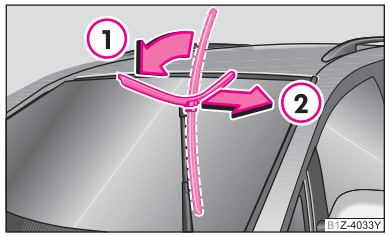

图 146 更换刮水片
– 翻转刮水器臂，使其离开玻璃。沿箭头 ① 方向转动刮水片 ⇒ 图 146，直至挡住。接着沿箭头 ② 方向取下刮水片。